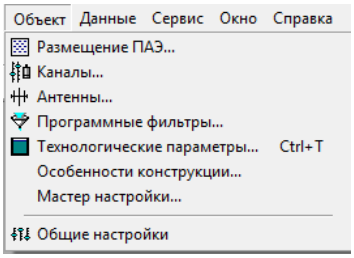

Рис. 49 Группа главного меню “Объект”
- для настройки программных фильтров, технологических параметров, настройка особенностей конструкции объекта и мастер настройки, а так же разнообразные общие настройки объектов (рис. 49).